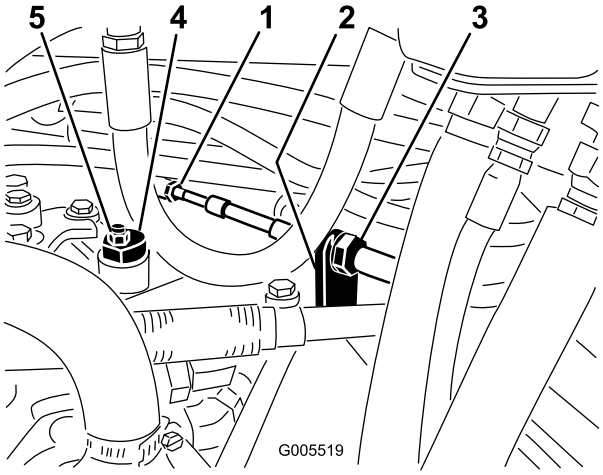

Bild 52
A. Lösen Sie beide Klemmmuttern, mit denen der Fahrantriebs-Bowdenzug an der Trennwand am Hydrostat befestigt ist (Bild 52). Achten Sie darauf, dass die Klemmmuttern gleichmäßig gelockert sind und eine ausreichende Einstellung ermöglichen.
Hinweis: Lösen Sie die Mutter, mit der der Exzenter oben am Hydrostat befestigt ist (Bild 52).
C. Drehen Sie den Ekzenter, bis kein Kriechen in jeder Richtung auftritt. Ziehen Sie die Schraube fest, wenn sich das Rad nicht mehr dreht, um den Ekzenter und die Einstellung zu arretieren (Bild 52). Überprüfen Sie die Einstellung mit dem Gasbedienungshebel auf Langsam“ und auf Schnell“.
D. Ziehen Sie die Sicherungsmuttern, mit denen der Bowdenzug an der Trennwand befestigt ist, gleichmäßig von der Innenseite der Trennwand fest (Bild 52).